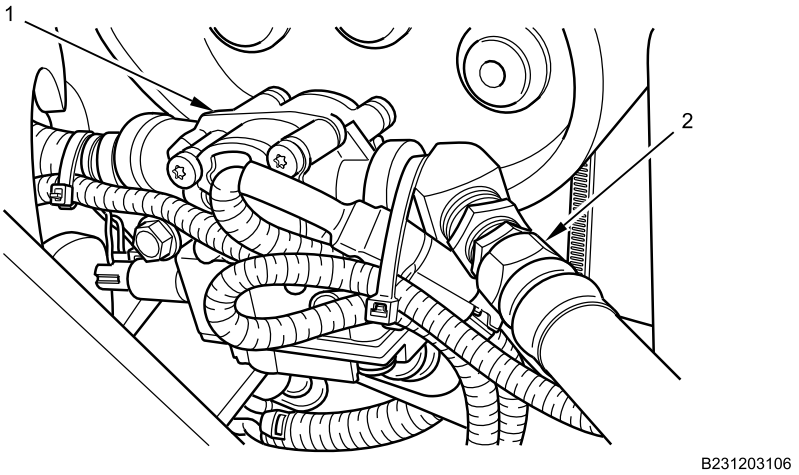

Figure 9. Right Air Line Hose.
4. Clean threads on air line hose (Figure 9, Item 2).
5. With threads on air line hose (Figure 9, Item 2) facing you, apply tape thread sealing compound clockwise on the threads.
6. Install air line hose (Figure 9, Item 2) onto ABS modulator valve (Figure 9, Item 1). Tighten securely.